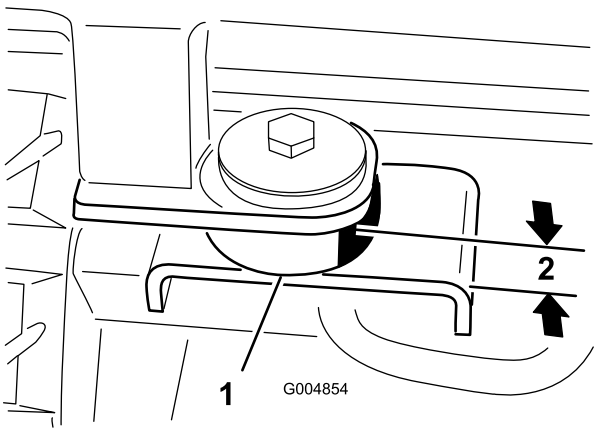

Figur 67
3. Sæt en gummimontering til førerhuset i de forreste monteringsplaceringer (Figur 67).